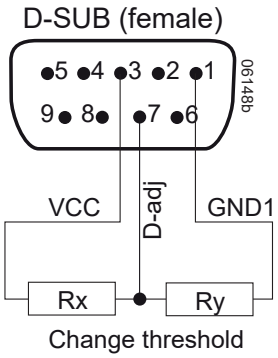

Fig. 20
Pin 7 of the D-SUB connector allows for adjustment of the threshold levels of D1 and D5. Both levels are influenced by the voltage divider *R*x / *R*y. Resistor *R*x to pin 3 (VCC) lowers the levels, whereas *R*y to pin 1 (GND1) increases them (see fig. 20).
Resistor R_{ext1}, connected between R (pin 2) and GND1 (pin 1) of the D-SUB connector or according to fig. 20.
Resistor R_{ext2}, connected between R (pin 2) and VCC (pin 3) of the D-SUB connector or according to fig. 20.
Note: If the R function is not included in M1 or M2, refer to figure 20 how to connect R_{ext1} or R_{ext2} .
b) Adjustment by an external control voltage V_{ext} (1.25 – 2.75 V), connected between R (pin 2) and GND (pin 1) of the D-SUB connector or according to fig. 20.